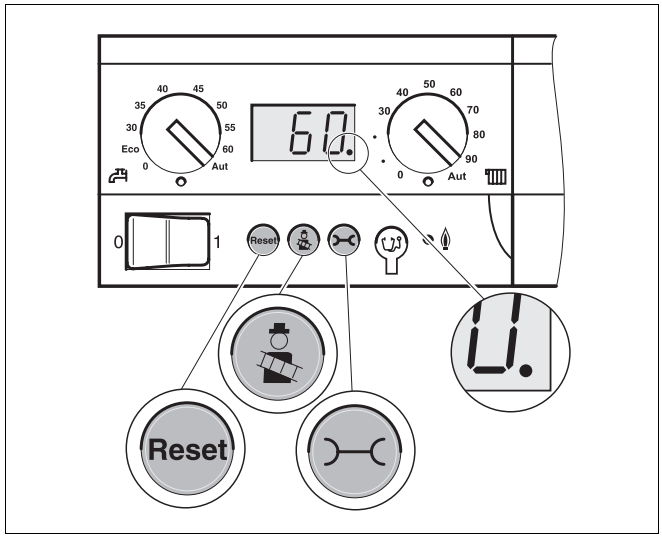

Abb. 49 Basiscontroller Logamatic BC10
- Tasten „Abgastest“ und „Statusanzeige“ gleichzeitig für ca. fünf Sekunden drücken, um in den Teillastbetrieb zu gelangen (Abb. 49). Im Display erscheint „L--“.
- Mit Taste „Abgastest“ (Abb. 49, höhere Werte) oder Taste „Reset“ (Abb. 49, niedrigere Werte) den Heizkessel auf Teillast „L60“ für die 18 kW-Varianten oder auf „L70“ für die 25 kW-Varianten einstellen. Der Brenner schaltet jetzt auf die 1. Stufe um.